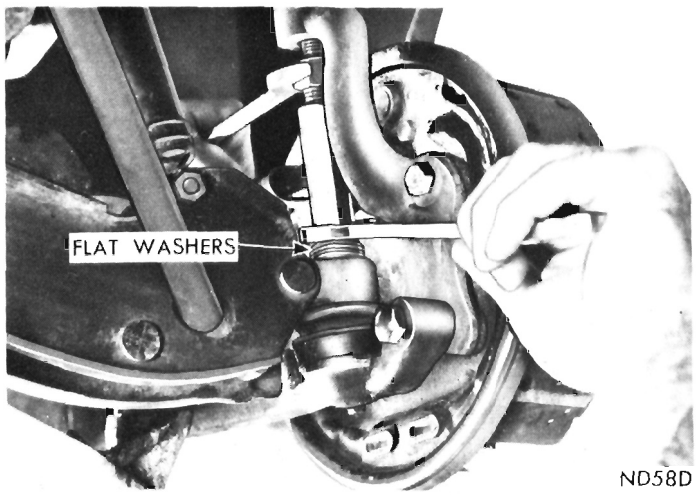

Fig. 23—Removing Upper Ball Joints Stud (Valiant-Barracuda)
(1) Place a jack under lower control arm as close to wheel as possible and raise vehicle until wheel clears floor.
(2) Remove wheel and tire as an assembly.
(3) On Valiant and Satellite models, remove upper and lower ball joint stud nuts using Tool C-3711. On Valiant models, it may be necessary to add approximately 7/16 inch of flat washers over lower ball joint stud to allow the use of Tool C-3711 without damaging threads on lower ball joint stud. Place Tool C-3711 over stud. Turn threaded portion of tool locking it securely against the upper stud (Fig. 23).
(1) Raise vehicle by placing a jack under lower control arm as close as possible to wheel.
(2) Remove wheel, tire and drum.
(3) On Satellite and Valiant Models, remove upper and lower ball joint stud nuts. On Valiant models, it will be necessary to add approximately 7/16″ of flat washers over lower ball joint stud to allow the use of Tool C-3711 without damaging threads on lower ball joint stud. Place Tool C-3711 over studs. Turn threaded portion of tool locking it securely against upper stud (Fig. 23). To use Tool C-3711 as outlined it will be necessary to modify it, as shown in Figure 24.
(4) Spread tool enough to place upper stud under a load, then strike steering knuckle sharply with a hammer to loosen stud. **Do not attempt to force stud out of steering knuckle with tool alone.**
(6) Remove tool, then remove ball joint stud from steering knuckle.